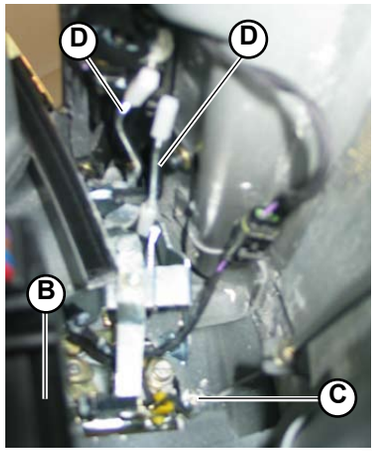

Fig.17
2. Connect the actuator linkage (**D-Fig.17**).
3. Connect the internal door handle linkage (**C-Fig.17**).
4. Connect the 3 external door handle linkages (**D-Fig.17**).